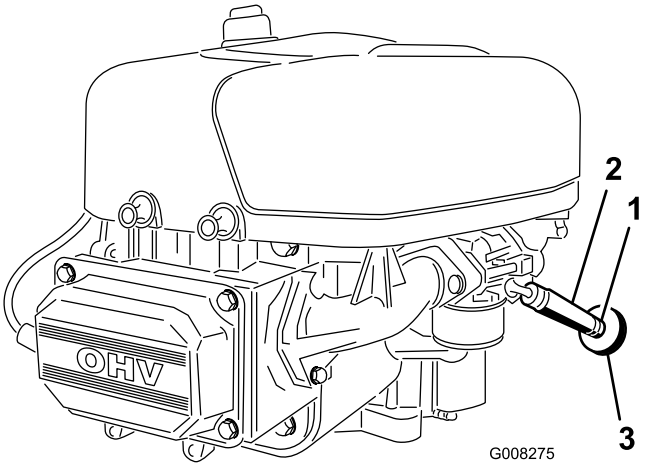

Figur 27
7. Løsne på drivstoffilterets slangeklemme og skyv den opp i bensinslangen, bort fra drivstoffilteret (Figur 27).
8. Dra bensinslangen av drivstoffilteret (Figur 27).
11. Skyv slangeklemmen nært opptil drivstoffilteret for å feste bensinslangen (Figur 27).
Det beste tidspunktet å skifte drivstoffilter på (Figur 27) er når drivstofftanken er tom. Et skittent drivstoffilter som er tatt av bensinslangen, må aldri monteres på nytt.